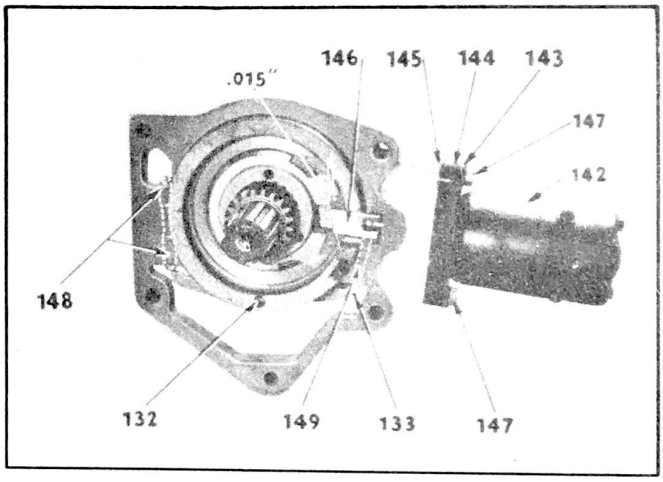

Figure 263 - Interlock Lever and Toggle Arrangement
71. Install stationary gear (94), Fig. 248, on main shaft and engage gear pawl (146) Fig. 263 in balk ring (89) Fig. 248 opening. Install oil collector ring cover (92) Fig. 248 and oil collector ring cover snap ring (93).
72. Install pinion cage retaining snap ring (130) on main shaft using Snap Ring Replacer J 1499 with Pilot J 1499-3 threaded into main shaft.
79. Insert J 1597 Overdrive Aligning Pilot in lower hole of overdrive case, adapter and transmission case. This is essential for proper alignment of overdrive case to adapter to permit free movement of interlock lever (133) and interlock plungers (148 and 194), Fig. 263.